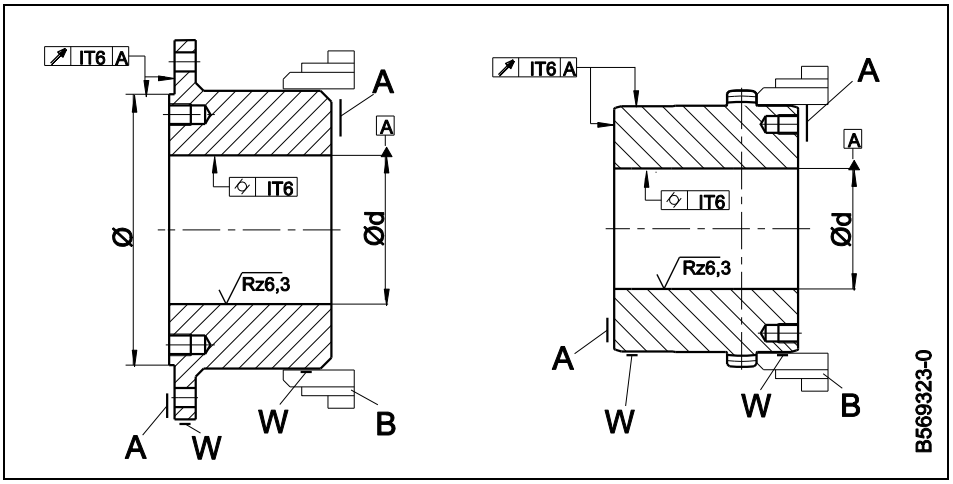

Abb. 2: Vorgebohrte Kupplung aufbohren
- Die Naben bzw. Flansche an den in Abb. 2 gekennzeichneten Flächen (**B**) in die Bearbeitungsmaschine einspannen und sorgfältig ausrichten.
- Beim Aufbohren die in Abb. 2 vorgegebenen zulässigen Rund- und Planlauftoleranzen einhalten.